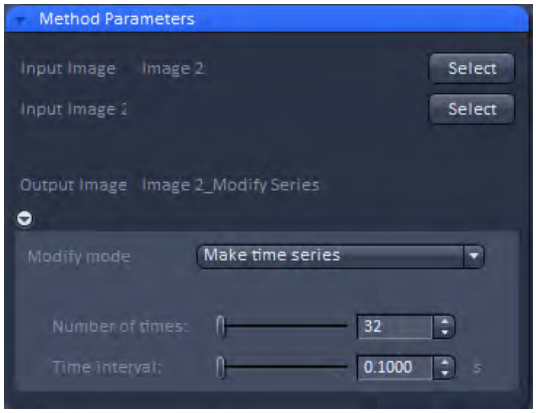

Fig. 509 **Methods Parameter with Make time series selected in Modify mode**
- Generate reference time series. In the Proceesing tool **Modify** choose under **Modify mode** the entry **Make time series**. Select the exctracted image. Enter under **Number of times** and **Time intervals** the numbers from your original time series (Fig. 509) and press **Apply**. The result will be a time series with the same image at each time point.